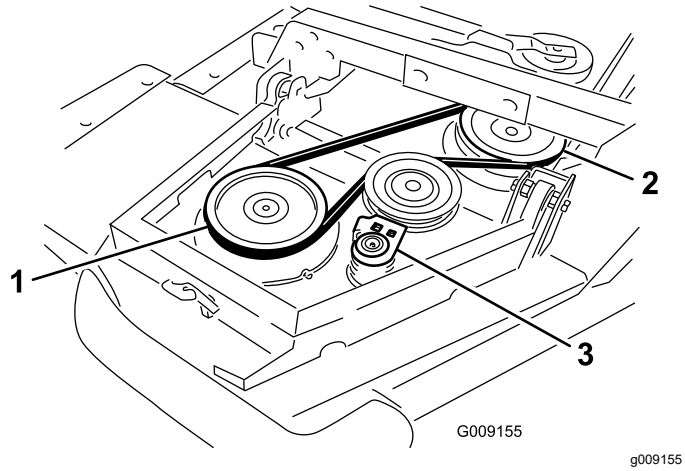

Figura 5
A. Instale la correa alrededor de la polea del eje del ala y de la polea del eje de la carcasa delantera (Figura 5).
B. Con una llave de carraca u otra herramienta similar, aleje la polea tensora de las otras poleas (Figura 5).